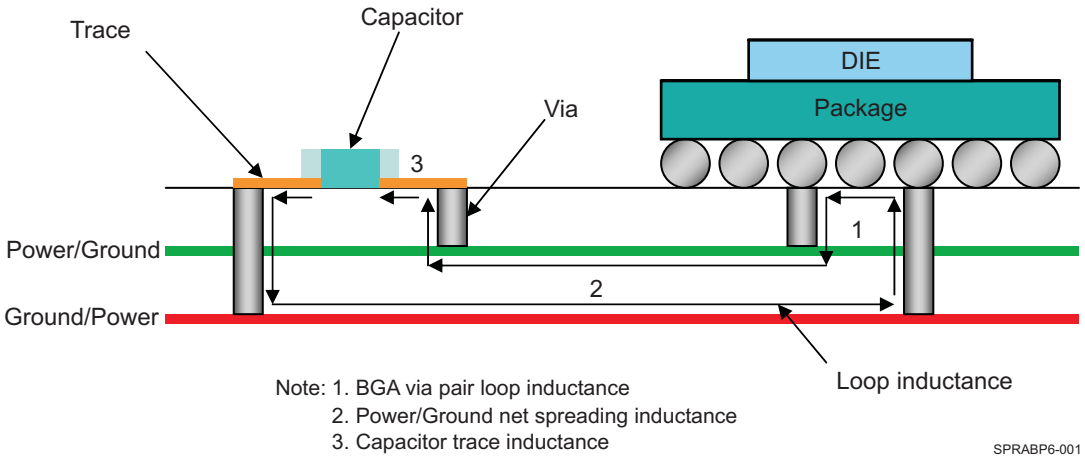
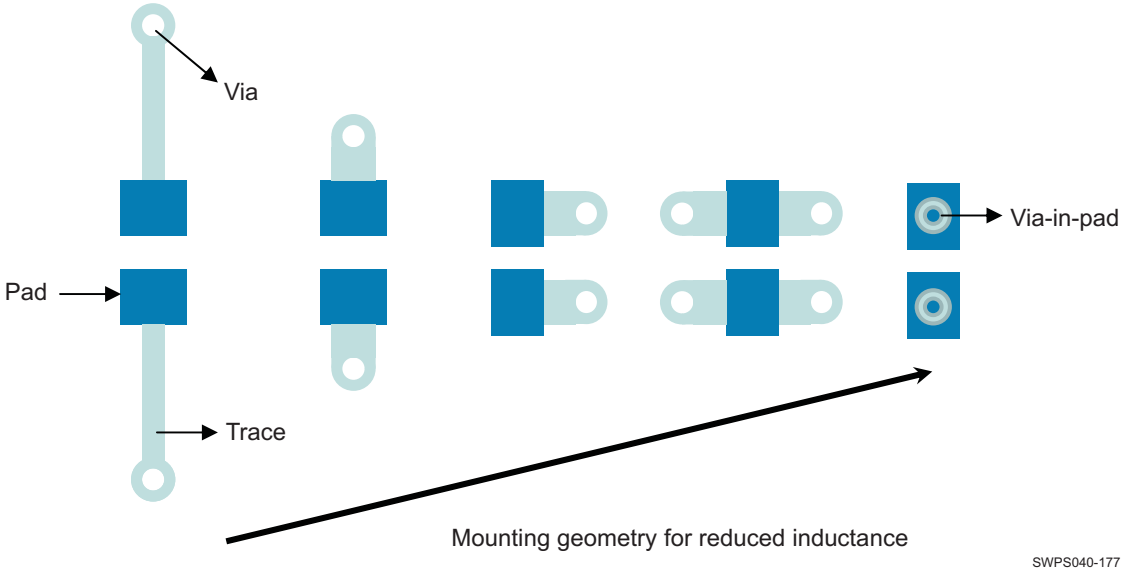

Figure 7-1. Minimize Loop Inductance With Proper Layer Assignment
Figure 7-15. Capacitor Placement Geometry for Improved Mounting Inductance
- Optimize the power and ground plane pair carrying high current supplies to key component power domains as close as possible to the same surface where these components are placed (see Figure 7-1). This will help to minimize "loop inductance" encountered between supply decoupling capacitors and component supply inputs and between power and ground plane pairs.
The placement of power and ground planes in the PCB stackup (determined by layer assignment) has a significant impact on the parasitic inductances of power current path as shown in Figure 7-1. For this reason, it is recommended to consider layer order in the early stages of the PCB PDN design cycle, putting high-priority supplies in the top half of the stackup (assuming high load and priority components are mounted on the top-side of PCB) and low-priority supplies in the bottom half of the stackup as shown in the examples below (vias have parasitic inductances which impact the bottom layers more, so it is advised to put the sensitive and high-priority power supplies on the top/same layers).
Wherever possible, mount the capacitor with the geometry that minimizes the mounting inductance and resistance. This was shown earlier in Figure 7-1. The capacitor mounting inductance and resistance values include the inductance and resistance of the pads, trace, and vias. Whenever possible, use footprints that have the lowest inductance configuration as shown in Figure 7-15
The length of a trace used to connect a capacitor has a big impact on parasitic inductance and resistance of the mounting. This trace must be as short and as wide as possible. wherever possible, minimize distance to supply and Gnd vias by locating vias nearby or within the capacitor's solder pad landing. Further improvements can be made to the mounting by placing vias to the side of capacitor lands or doubling the number of vias as shown in Figure 7-15. If the PCB manufacturing processes allow it and if cost-effective, via-in-pad (VIP) geometries are strongly recommended.
From left (highest inductance) to right (lowest inductance) the capacitor footprint types shown in Figure 7-15 are known as:
1. Use lowest inductance footprint and trace connection scheme possible for given PCB technology and layout area in order to minimize Dcap loop inductance to power pin as much as possible (see Figure 7-15).